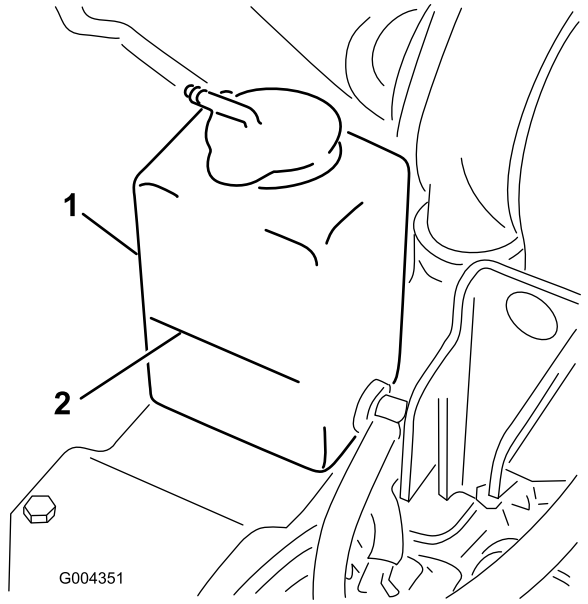

Figur 19
1. Kontrollera kylvätskenivån i expansionstanken (Figur 19).